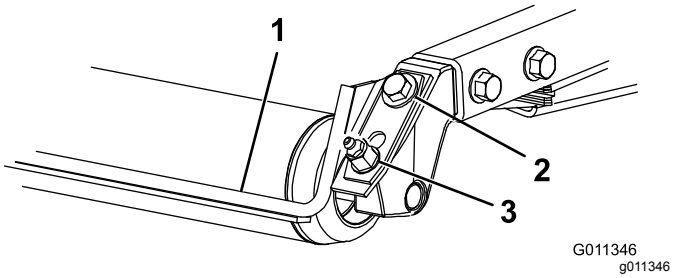

**Figur 9**
1. Lossa smörjnippeln och monteringsskruven (Figur 9).